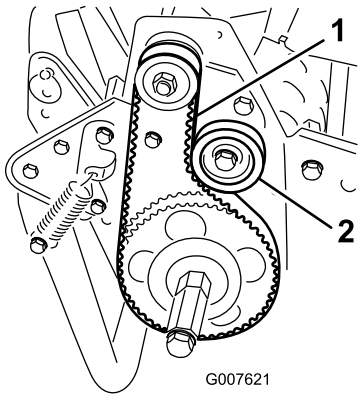

Figur 37
2. Kontroller remspændingen ved at trykke remmen ned midtvejs mellem remskiverne (Figur 37) med en kraft på 18 til 22 N. Remmen skal afbøje 6 mm.
A. Løsn styreremskivens monteringsmøtrik, og drej styreremskiven med uret mod bagsiden af remmen, indtil den ønskede remspænding opnås (Figur 37).